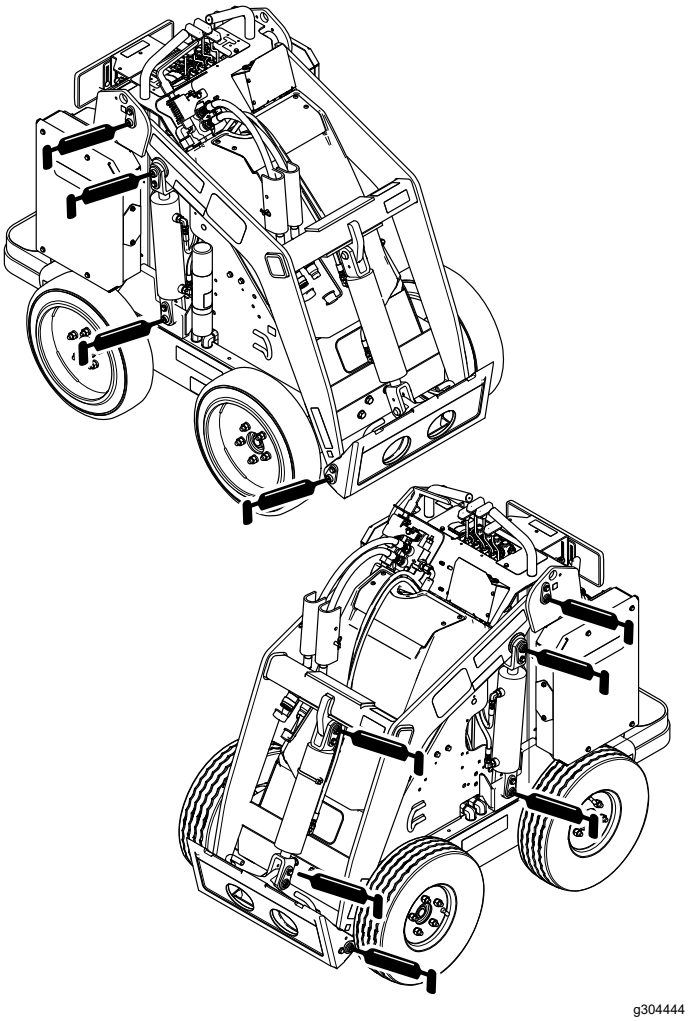
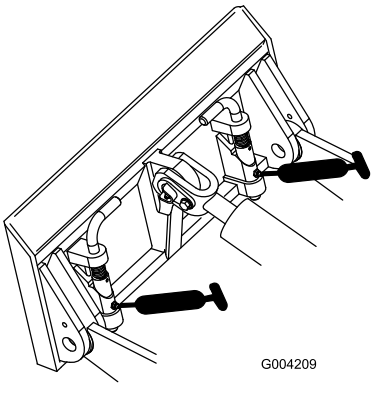

Figur 30
Figur 31
4. Monter en fedtpistol på hver nippel (Figur 30 og Figur 31).